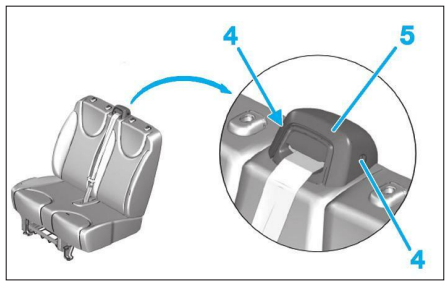

Fig. 26
• Déposer les vis (4) et le boîtier de ceinture pyrotechnique (5) **(Fig.26)**.